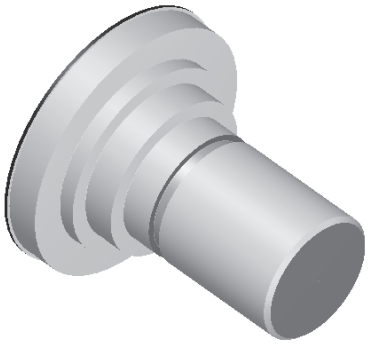

Figure 7-52 Isometric view of the model after simulation
2. Choose the **Start** button to begin the simulation. You can choose the **Toggle Speed Control** tool to modify the speed of machining. The isometric view of the component, after completing the simulation, is shown in Figure 7-52.